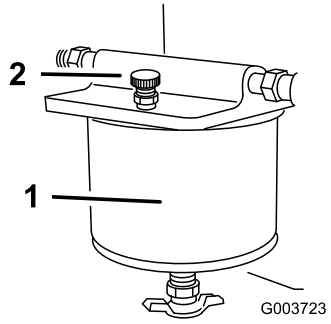

Figure 31
3. Open the bleed screw on top of the fuel filter to fill the bowl with fuel (Figure 31).